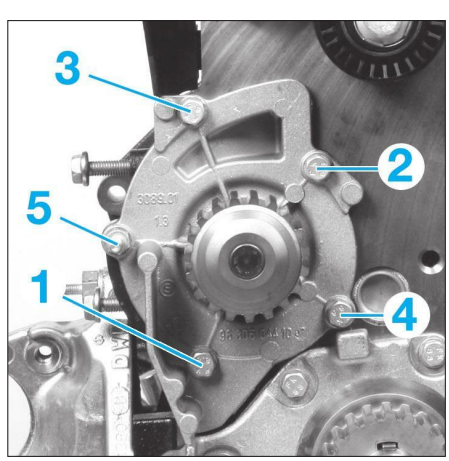

**Fig. 26**
• Déposer la pompe à eau avec son joint **(Fig.26)**.